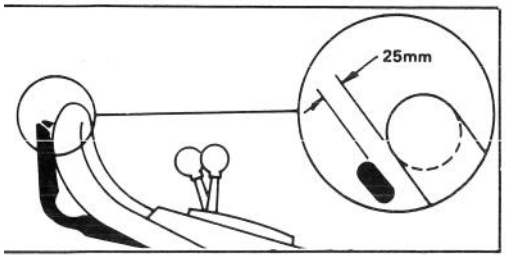

Bild 19
3. PRÜFUNG DER EINSTELLUNG – Mäher langsam nach rückwärts ziehen, während der Antriebshebel graduell in Richtung Griff bewegt wird. Die Einstellung ist einwandfrei, wenn die Hinterräder zu drehen aufhören und der Antriebshebel sich ungefähr 25 mm vom Griff befindet (Bild 19).